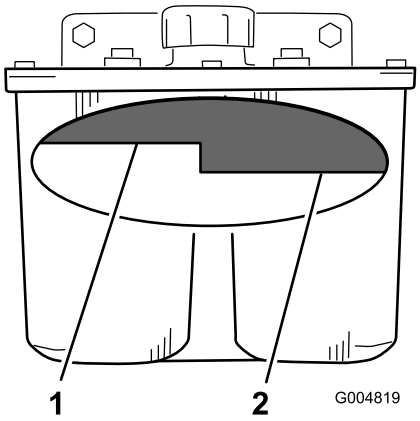

Figura 69
2. Limpie alrededor del cuello de llenado del depósito de aceite hidráulico (Figura 69).
3. Retire el tapón del cuello de llenado. Mire dentro para ver si hay aceite en el depósito (Figura 69).
Nota: El nivel de aceite debe llegar a la parte superior del nivel caliente del tabique cuando el aceite está caliente (Figura 69).